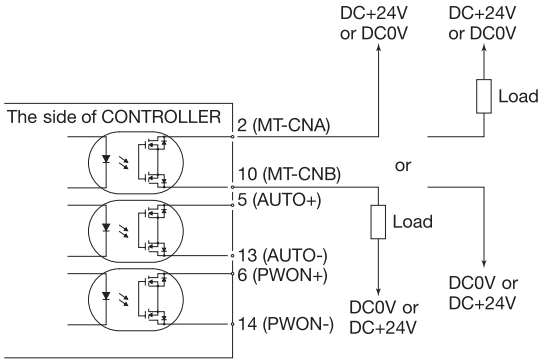

Fig. 30
- Applied Voltage (V) ≦ DC+30V
Use an external power source for output circuits. It is recommended to use a separate power supply Input / Output Connector B ④. Please refer to Fig. 30 for connections.